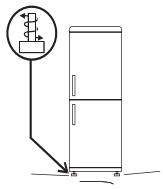

rys.3
**3** Wyregulować nóżki, aby zapewnić stabilność urządzenia i zapobiec występowaniu wibracji i hałasu (rys. 3). W przypadku ustawienia przedniej części wyżej niż tylnej drzwi można łatwiej zamykać.